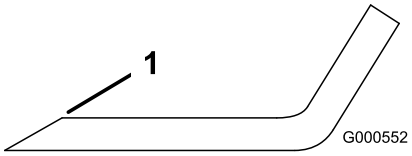

Figuur 54
1. Gebruik een vijl om de snijranden aan beide uiteinden van het mes te slijpen (Figuur 54).
Opmerking: Als het mes niet in balans is, moet u wat metaal afvijlen van het uiteinde van de vleugel (Figuur 54).